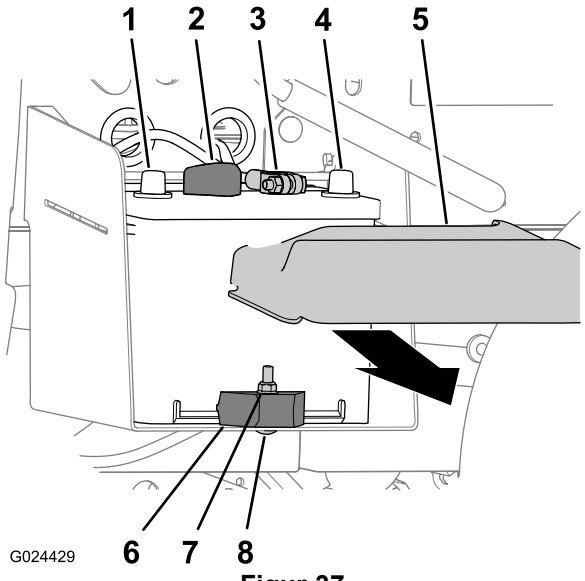

Figur 37
1. Afmonter batteridækslet fra toppen af batteriet (Figur 37).
2. Frakobl det positive batterikabel fra batteripolen (Figur 37).
3. Frakobl det negative batterikabel fra batteripolen (Figur 37).
2. Afmonter låsemøtrikken, bræddebolten og batteriklemmen, der fastgør batteriet til batteribakken (Figur 37).
3. Tag batteriet ud af batteribakken (Figur 37).
1. Ret batterierne ind efter maskinens batteribakke (Figur 37).
Bemærk: Sørg for, at batteriets positive og negative poler er justeret som vist i Figur 37.
2. Fastgør batteriet til batteribakken med batteriklemmen, bræddebolten og låsemøtrikken (Figur 37).
1. Tilslut det negative batterikabel til batteripolen (Figur 37).
2. Tilslut det positive batterikabel til batteripolen (Figur 37).
3. Monter batteridækslet på toppen af batteriet (Figur 37).